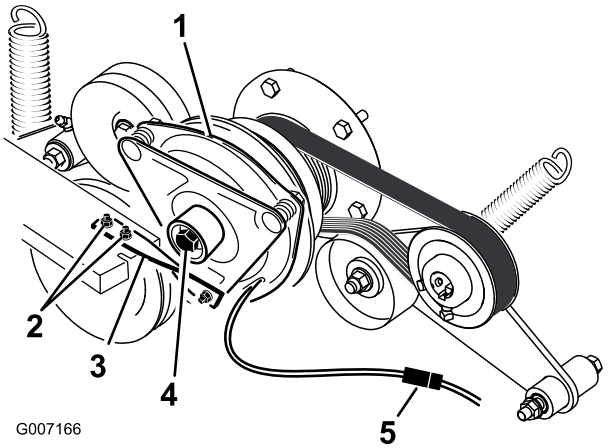

**Figur 65**
5. Koppla ur kopplingens elektriska kontakt (Figur 65).
6. Lossa de bultar som fäster gummikopplingsremmen i klipparramen (Figur 65).
7. Lossa centrumbulten som fäster kopplingen vid motoraxeln och ta bort kopplingen och nyckeln (Figur 65).
14. Håll i vevaxeln på maskinens baksida, fäst centrumbulten och dra åt den till 68 Nm (Figur 65).
15. Montera gummikopplingsremmen på klipparens ram med de två bultar och muttrar som du tog bort tidigare (Figur 65).
17. Koppla in kopplingens elektriska kontakt (Figur 65).